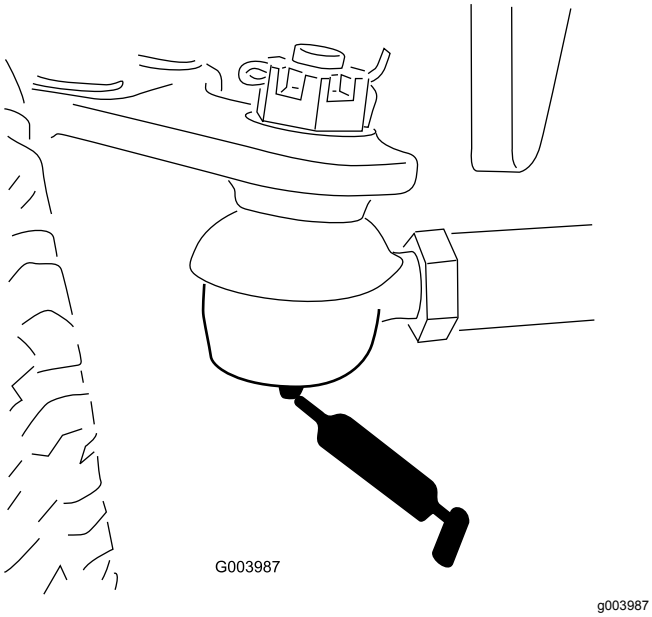

Figur 68
- Bakakselens parallellstag (2) (Figur 68)